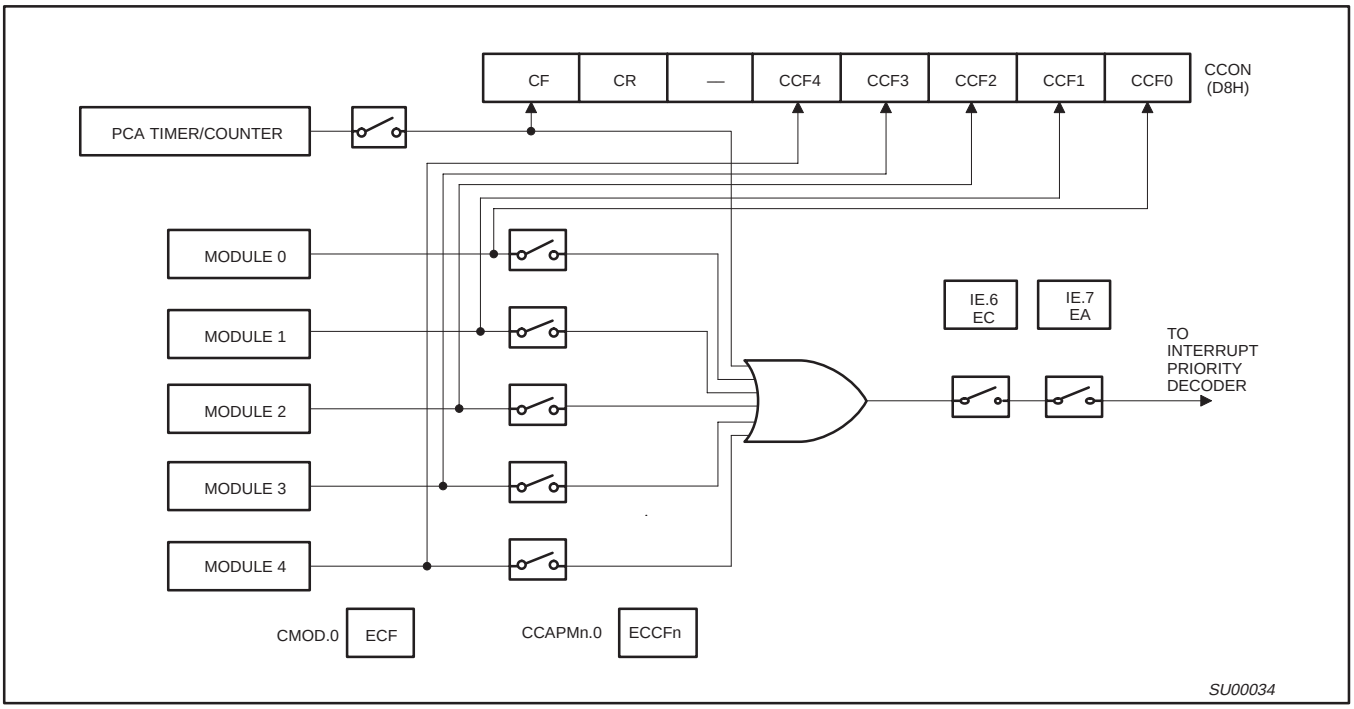

**Figure 16. PCA Interrupt System**
The CCON SFR contains the run control bit for the PCA and the flags for the PCA timer (CF) and each module (refer to Figure 18). To run the PCA the CR bit (CCON.6) must be set by software. The PCA is shut off by clearing this bit. The CF bit (CCON.7) is set when the PCA counter overflows and an interrupt will be generated if the ECF bit in the CMOD register is set, The CF bit can only be cleared by software. Bits 0 through 4 of the CCON register are the flags for the modules (bit 0 for module 0, bit 1 for module 1, etc.) and are set by hardware when either a match or a capture occurs. These flags also can only be cleared by software. The PCA interrupt system shown in Figure 16.